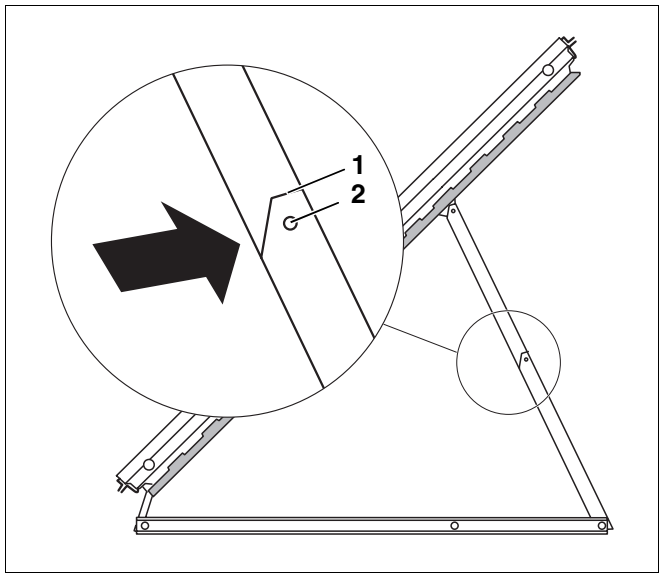

Afb. 17 Collectorsteun inkorten
Wanneer u een korte steun nodig heeft, moet u collectorsteunen die deel uitmaken van de levering aan de daartoe voorziene markeringen (vgl. loep afb. 17) van de steunen inkorten.
- Kort de steunen aan de markeringen in met een metaalzaag (afb. 17, **pos. 1**).
- Verplaats vervolgens het bovenste deel in de voorziene boring (afb. 17, **pos. 2**).